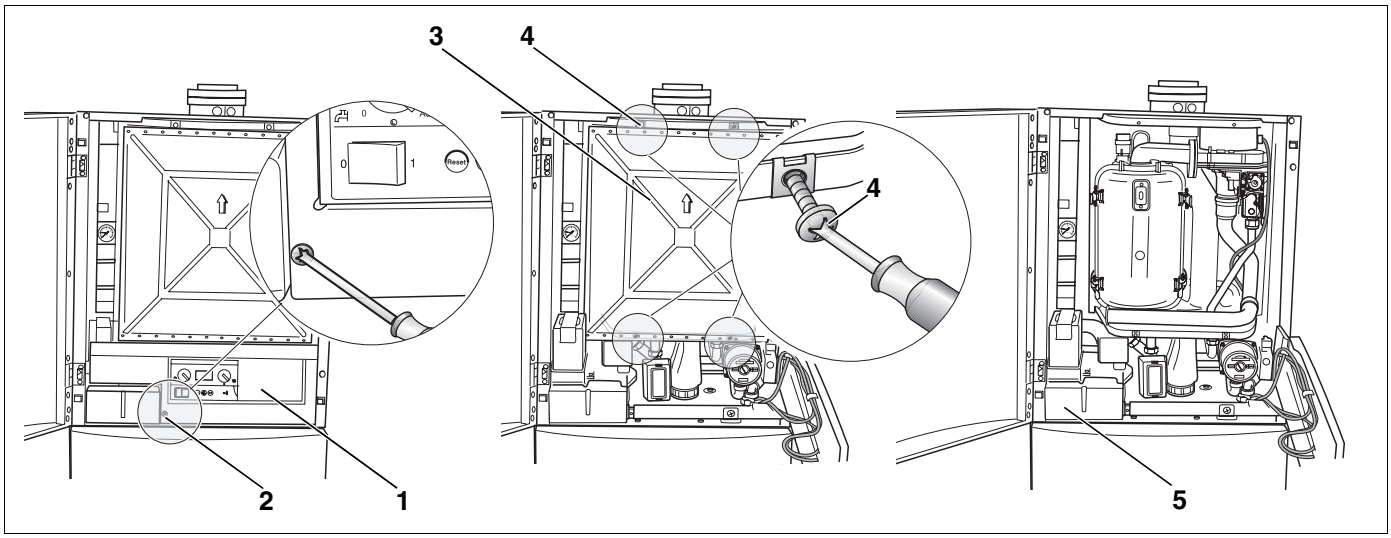

Rys. 19 Otwarcie drzwiczek kotła i panelu obsługowego, demontaż osłony komory podciśnieniowej
- Otworzyć drzwiczki kotła, odkręcić śrubę zabezpieczającą panel obsługowy (rys. 19, **poz. 1**) i otworzyć panel.
- Odkręcić cztery blachowkręty (rys. 19, **poz. 4**) osłony komory podciśnieniowej (rys. 19, **poz. 3**) i zdjąć osłonę.
- Otworzyć drzwiczki kotła, odkręcić śrubę zabezpieczającą panel obsługowy i otworzyć panel, usunąć osłonę przyłączy na listwie zaciskowej, patrz rys. 19, strona 32.